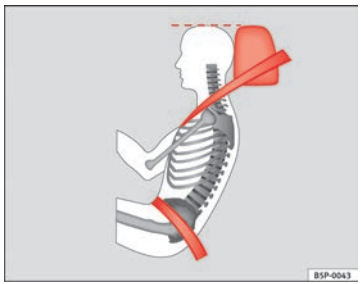

Abb. 14 Richtiger Gurtbandverlauf und richtige Kopfstützeneinstellung von der Seite betrachtet
- **Das Beckengurtteil des Sicherheitsgurtes muss vor dem Becken verlaufen und niemals über dem Bauch. Dabei muss der Gurt flach und fest am Becken anliegen ⇒Abb. 14. Ziehen Sie das Gurtband gegebenenfalls etwas nach.**